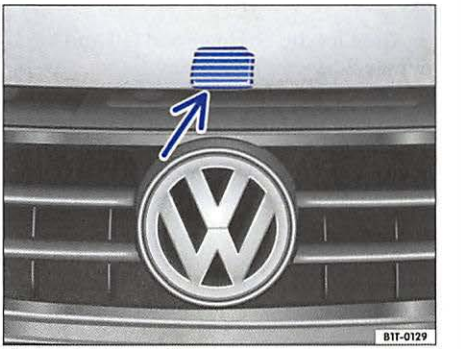

Fig. 5 Detail of the radiator grill: release lever for opening the engine hood
– Lift the engine hood up at the release lever ⇒ fig. 5(arrow) and open the hood until it is held up by the gas-filled strut.